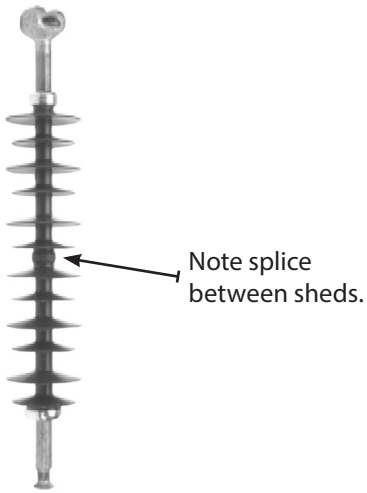

Figure 5.9. Ohio Brass Hi*Lite Suspension Insulators.
B. Never wash Ohio Brass "Hi* Lite" polymer insulators because they use O-rings to seal the individual sheds. Note the splice between the sheds. Contact ***Transmission and Distribution (T&D) Engineering*** for assistance to determine the insulator type. (See Figure 5.9.)